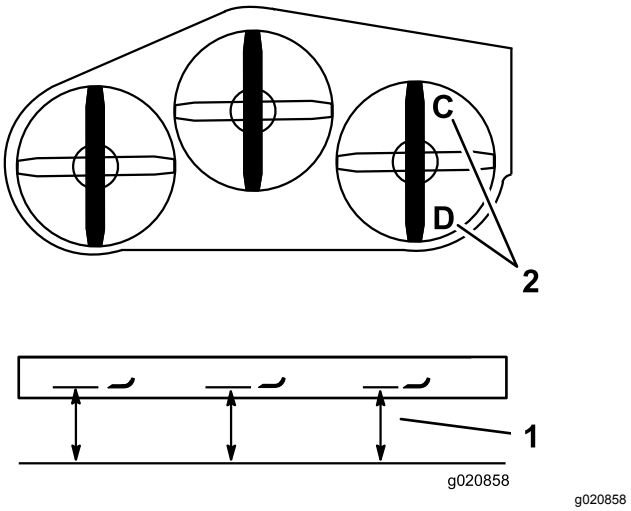

Figuur 84
1. Zet het rechter maaimes in de schuinstand (Figuur 84).
2. Meet het rechtermes bij punt **C**. Meet de afstand tussen een horizontaal oppervlak en de snijrand van het maaimes en noteer deze afstand (Figuur 84).
3. Meet het rechtermes bij punt **D**. Meet de afstand tussen een horizontaal oppervlak en de snijrand van het maaimes en noteer deze afstand (Figuur 84).
Opmerking: Het maaimes moet 6 tot 10 mm lager staan bij punt **C** dan bij punt **D** (Figuur 84). Indien dit niet het geval is, gaat u als volgt te werk.